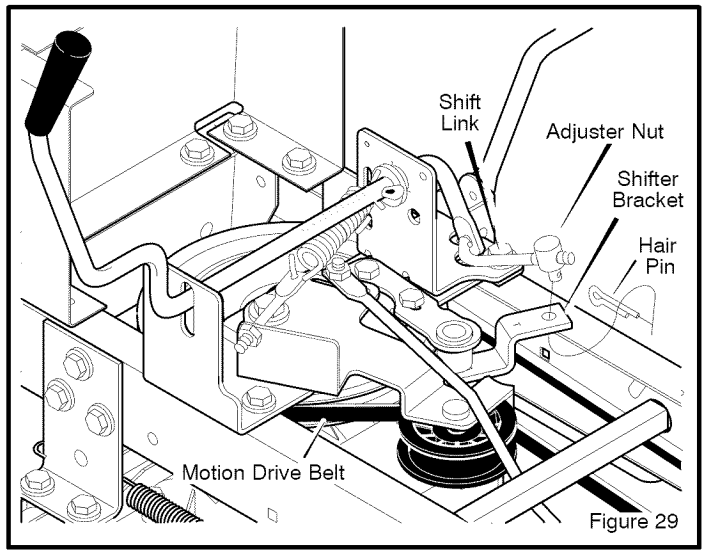

Figure 29
7. Remove the **adjuster nut** from the **shifter bracket** (Figure 29). Pull the **motion drive belt** over the **shifter bracket**.
7. Attach the **adjuster nut** and **shift link** to the **adjuster bracket** with a **hair pin** (Figure 29). See "How To Adjust The Shift Lever".